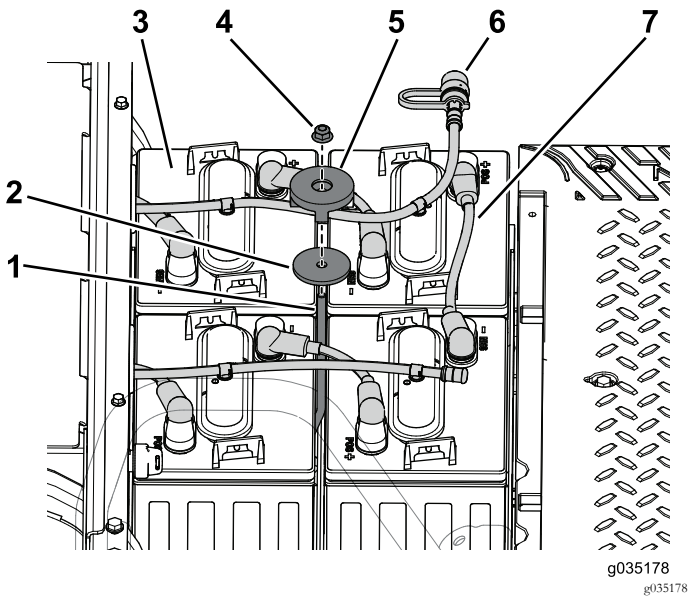

Figur 56
1. Ta bort flänsmuttern, batterilåsblocket och brickan som håller fast batterierna på batteribrickan (Figur 56).
2. Koppla bort vattenslangen från batterierna i den främre batteribrickan (Figur 56).